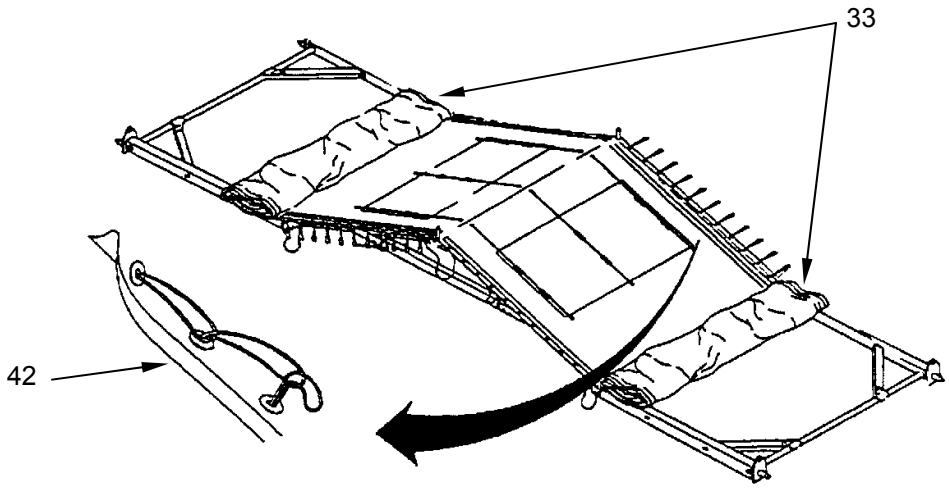

Figure 22. Place Becket Side Eave Grommet over Eave Spindles.
1. Place becket side eave grommet **(Figure 22, Item 42)** over eave spindles **(Figure 22, Item 33)**.